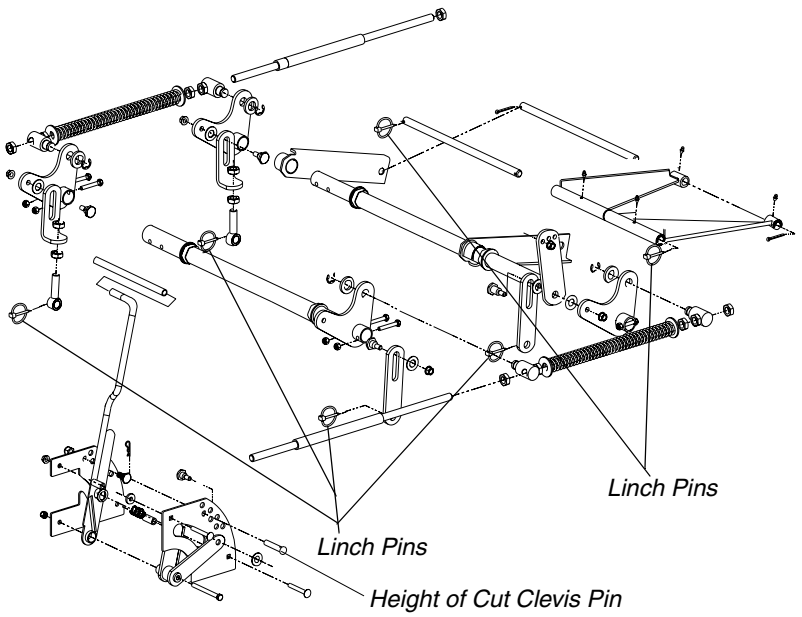

Figure. 6
e. Remove six linch pins (See Fig. 6) (4) from the deck and (2) from the front of the mower. Remove the linch pins on the left and right rear side of the cutter deck (2); remove the linch pins on the left and right front side of the cutter deck (2); and remove the linch pins on the front of the mower (2).